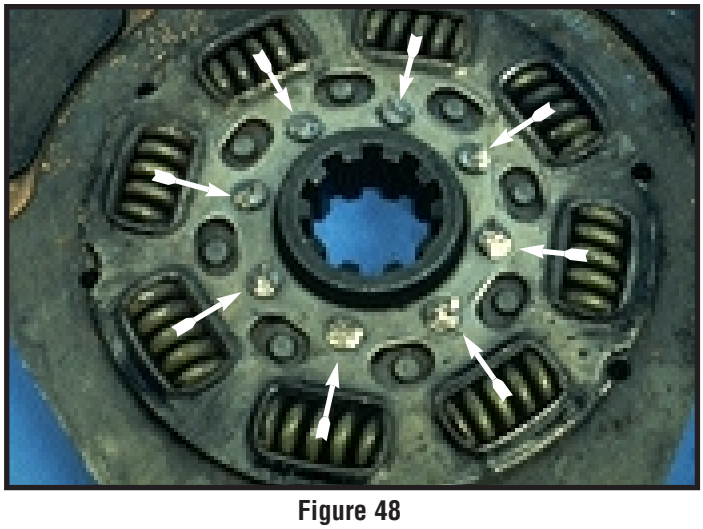

Figure 48
1.) The rivets of the disc (figure 48) have been contacting the flywheel's mounting bolts. Some potential causes of this particular interference are as follows: